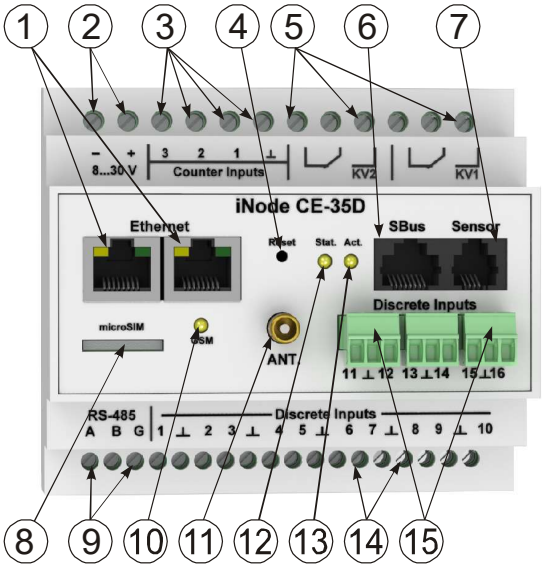

Рисунок 1 – Внешний вид и назначение органов управления и индикации контроллера iNode CE-35D
3.3.3 Для исполнения контроллера с функцией GSM установите micro-SIM карту в разъем **8** (***см. рисунок 1***) и подключите антенну к разъему **11** (***рисунок 1***).
3.3.8 Подключите, при необходимости, исполнительные механизмы к счетным входам контроллера ***(см. рисунок 1).*** Подключение положительного проводника исполнительного механизма производится клеммному блоку соответствующего счетного входа, отрицательного – к общему для всех счетных входов клеммному блоку, обозначенному символом «⊥».
3.3.9 Подключите, при необходимости, используемые дискретные датчики к разъемам дискретных входов ***(см. рисунок 1).*** Подключение положительного (если регламентирована полярность сигналов датчика) проводника дискретного датчика производится клеммному блоку соответствующего дискретного входа, отрицательного – к одному из общих для всех дискретных входов клеммному блоку, обозначенному символом «⊥».
3.3.10 Подключите к разъему питания ***(см. рисунок 1)*** источник питания, с выходным напряжением 8-30 В и выходной мощностью не менее 6 Вт (10 Вт для исполнения контроллера с модулем GSM).